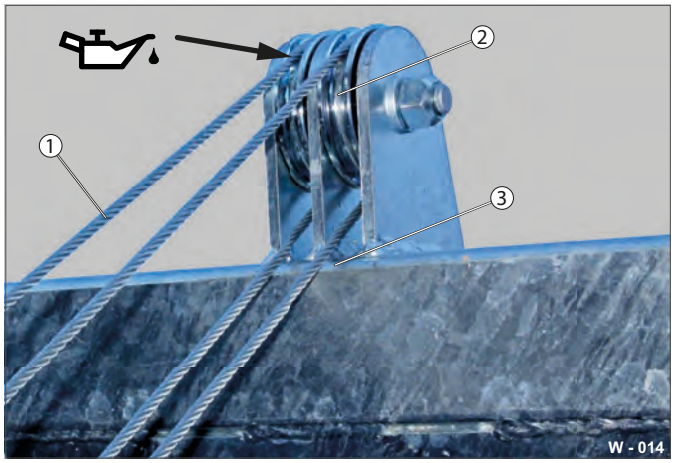

Fig. 14 Kontrol/oliesmøring af wire/omledningsruller
- ▶ Rengør omledningsrullerne regelmæssigt (Fig. 14 /2).
- ▶ Kontrollér den udrullede wire (Fig. 14 /1) visuelt for eventuelle skader.
- ▶ Kontrollér friktionsstederne (Fig. 14 /3) for beskadigelser - slidte steder skal om nødvendigt efterbehandles med zinkspray og smøres med fedt.